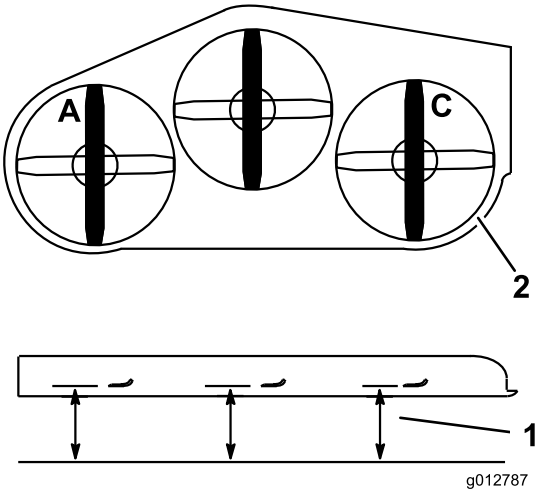

Figuur 86
1. Zet het linker maaimes in de schuinstand (Figuur 86).
2. Meet het linkermes bij punt **A**. Meet de afstand tussen een horizontaal oppervlak en de snijrand van het maaimes en noteer deze afstand (Figuur 86).
3. Zet het rechter maaimes in de schuinstand (Figuur 86).
4. Meet het rechtermes bij punt **C**. Meet de afstand tussen een horizontaal oppervlak en de snijrand van het maaimes en noteer deze afstand (Figuur 86).
2. Zet het linker maaimes in de schuinstand (Figuur 86).
3. Meet het linkermes bij punt **A**. Meet de afstand tussen een horizontaal oppervlak en de snijrand van het maaimes en noteer deze afstand (Figuur 86).
4. Zet het rechter maaimes in de schuinstand (Figuur 86).
5. Meet het rechtermes bij punt **C**. Meet de afstand tussen een horizontaal oppervlak en de snijrand van het maaimes en noteer deze afstand (Figuur 86).